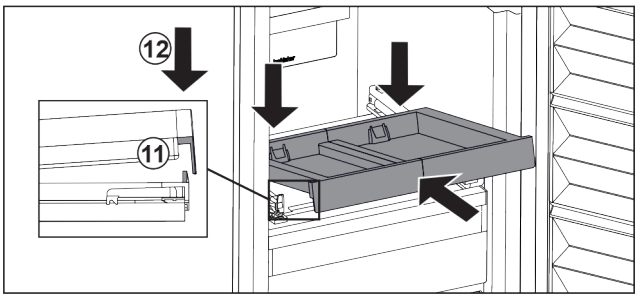

Fig. 173
▶ Tolja be ferdén. Ügyeljen arra, hogy az ütköző mindkét oldalon a fül mögé kerüljön. *Fig. 173 (11)*
▶ Helyezze le a kihúzható rács elejét. *Fig. 173 (12)*